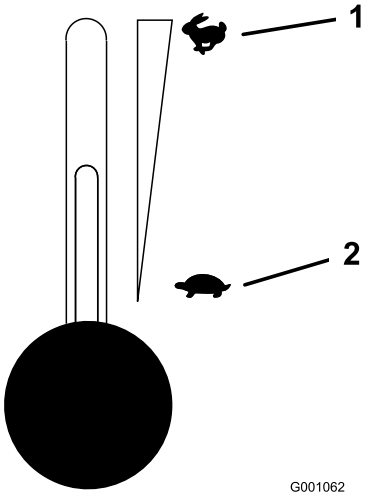

Figur 15
5. Flytta gasreglaget till mittläget (Figur 15).
2. Flytta gasreglaget till mittläget mellan långsamt och snabbt (Figur 15).